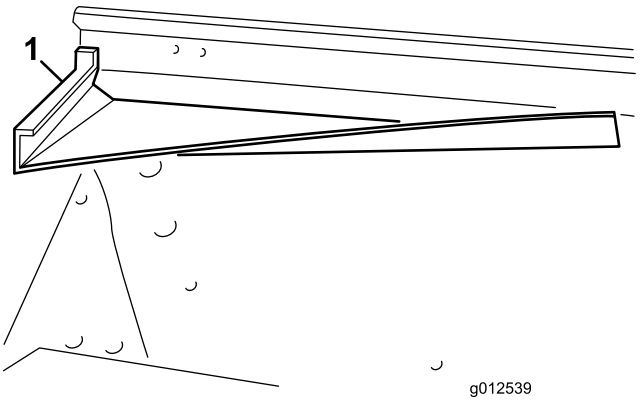
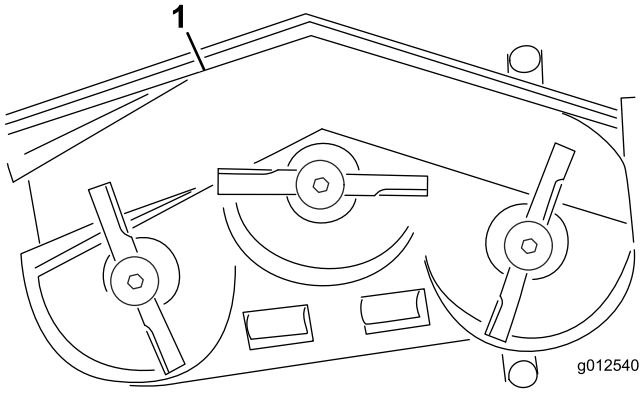
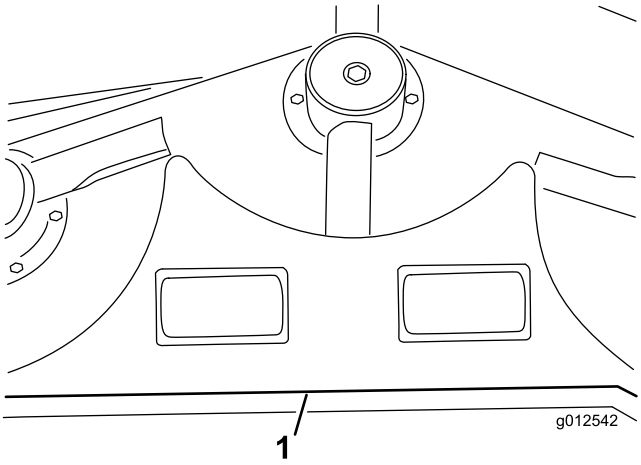
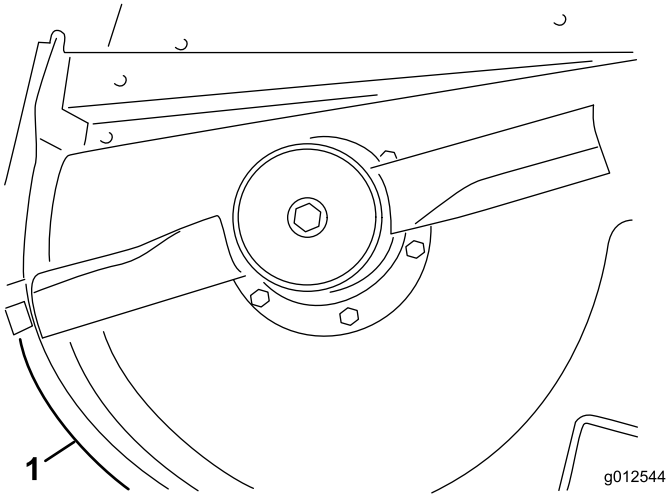

Figur 11
Figur 12
Figur 14
Figur 16
1. Sett fremre avleder inn i klippeenheten, med enden på avlederen på linje med kanten på utslippsåpningen (Figur 11 og Figur 12).
8. Bruk de eksisterende hullene til å montere bakre hylle til klippeenheten med fire bolter (3/8–16 x 1 tomme) og låseskiver (3/8 tomme) (Figur 14)
9. Innrett venstre hylle med venstre ende av bakre hylle og kanten på klippeenheten (Figur 12 og Figur 14).
11. Innrett høyre hylle med høyre ende av bakre hylle og kanten på klippeenheten (Figur 12 og Figur 16). Bruk venstre hylle som mal, finn, marker og bor tre hull med 9/32 tomme i diameter i klippeenheten.